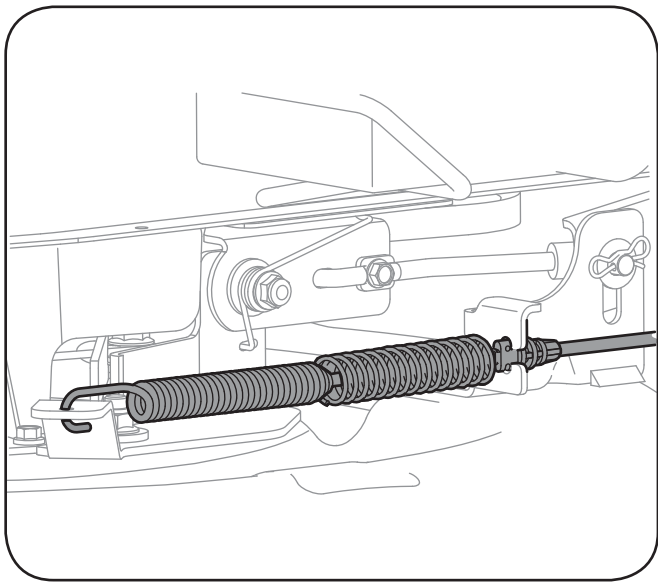

Figure 7-4
8. Écartez le câble de la prise de force de l'arrière du plateau de coupe en retirant la goupille-épingle qui le retient. Retirez le ressort du support de la poulie de tension du plateau de coupe. Voir la Figure 7-4.